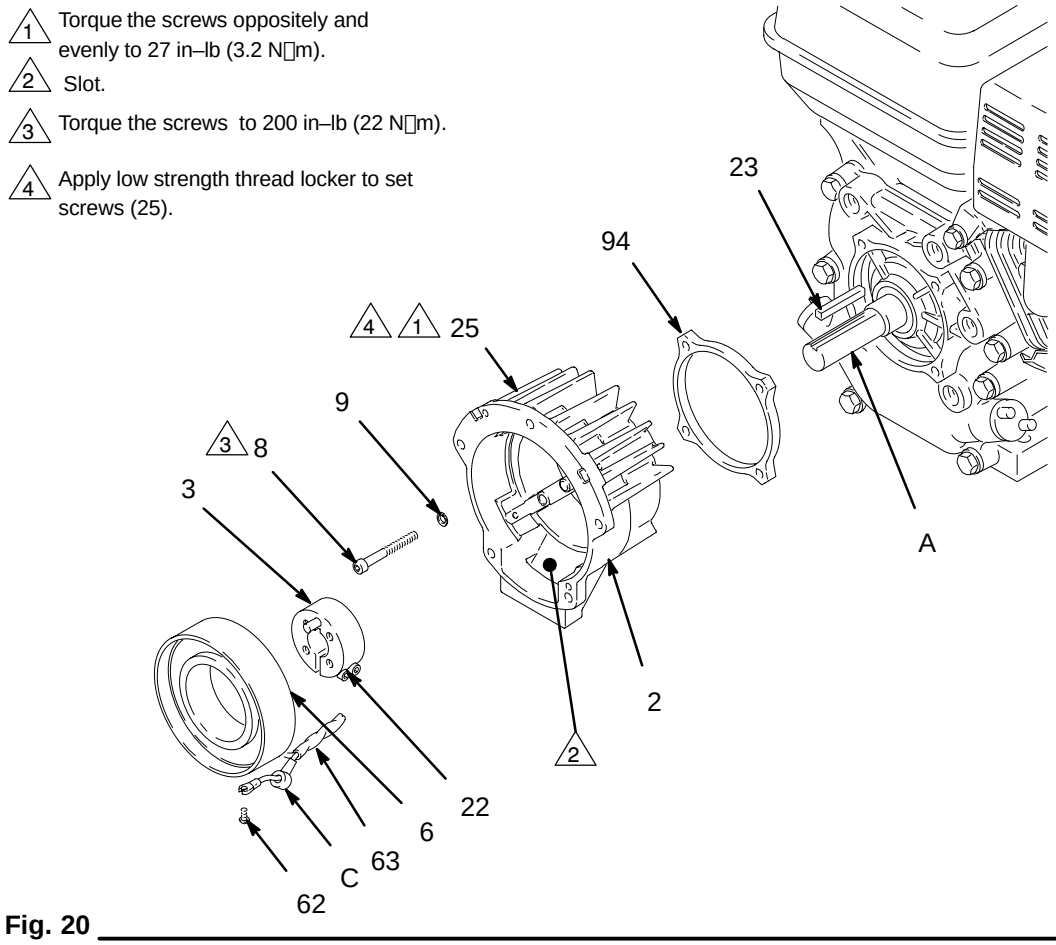

Fig. 20
1. Install spacer (94) between the engine and the clutch housing (2).
2. Install the **clutch housing (2)**, capscrews (8) and lockwashers (9) on the engine.
3. Install the engine shaft **key (23).** See Fig. 20.
5. Connect the wires of the harness (63) with the screws (62) in both places on the field (wires can be attached to either connection). Pull the plastic caps (C) up and snap them over the screws. Install the field in the clutch housing. Push the wire harness through the slot in the clutch housing. Align the setscrew holes in the field and the clutch housing (2). Use a feeler gage to center the field (6) by measuring the gap between the four housing bosses where the set screws pass through the housing and the field. Adjust the set screws to provide even clearance. Then tighten the setscrews (25) oppositely and evenly, to 27 in–lb (3.2 N.m). See Fig. 20.